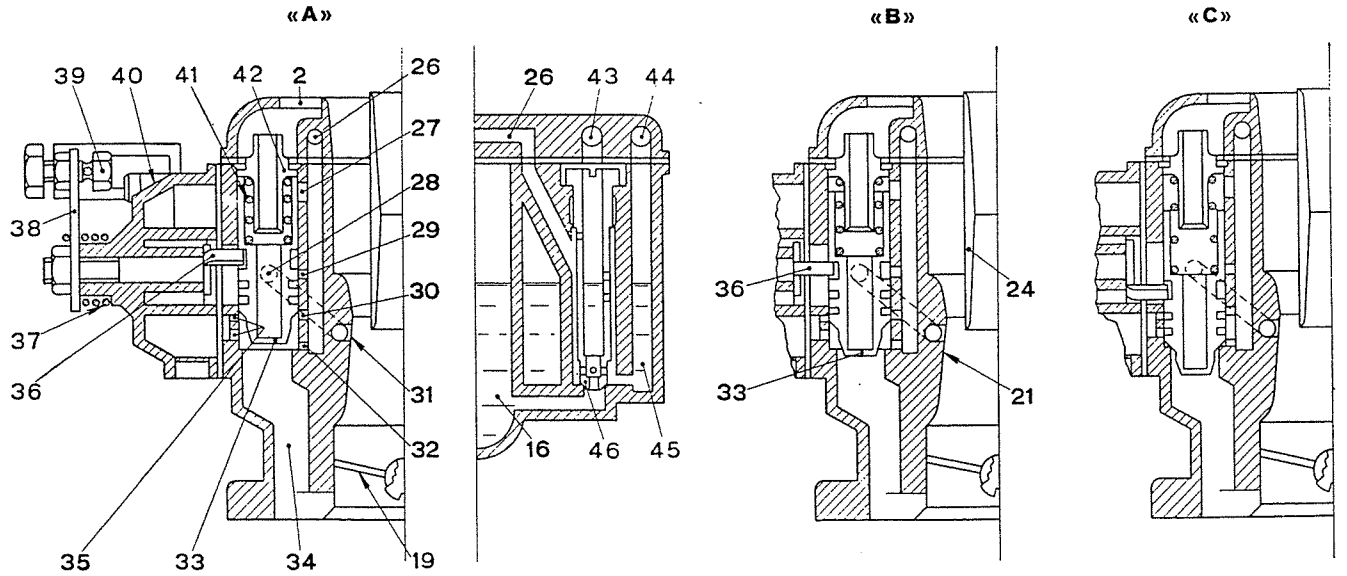

Abb. 115 - Schematische Schnittzeichnungen der Startvorrichtung.
Startvorrichtung (Abb. 115).
Die Startvorrichtung besteht im wesentlichen aus dem Kolbenventil (33, Abb. 115), das vom Starterhebel (38) über den mit ihm durch eine Welle verbundenen Mitnehmer (36) betätigt wird. Bei vollständigem Anziehen des Startergriffs wird das Ventil (33) über den Starterhebel (38) und den Mitnehmer (36) von seinem Sitz angehoben und in die Stellung « ganz offen » (Schema « A », Abb. 115) gebracht.
Bohrung der Federhülse (42) eintreten kann, und das Kraftstoffgemisch abgemagert wird; beim weiteren Niederdrücken des Startergriffs werden die Emulsionsbohrungen (30) und (32), sowie die Luftbohrungen (35) allmählich geschlossen, so dass das Gemisch auch mengenmässig vermindert wird; auf diese Weise wird also von der Startvorrichtung ein Kraftstoffgemisch geliefert, das je mehr die Vorrichtung selbst ausgeschaltet wird, desto magerer ist, wobei es auch mengenmässig abnimmt (siehe Schema « B », Abb. 115).
Bei ausgeschalteter Startvorrichtung bleibt die Bohrung (29) durch das Ventil (33) geschlossen, so dass durch dieselbe kein Kraftstoff abgesaugt werden kann (Schema « C », Abb. 115).